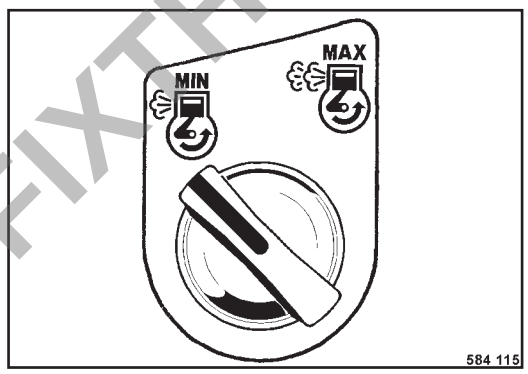

Fig. 36
- Turn rotary switch (Fig. 36) to position “Min” (idle speed).